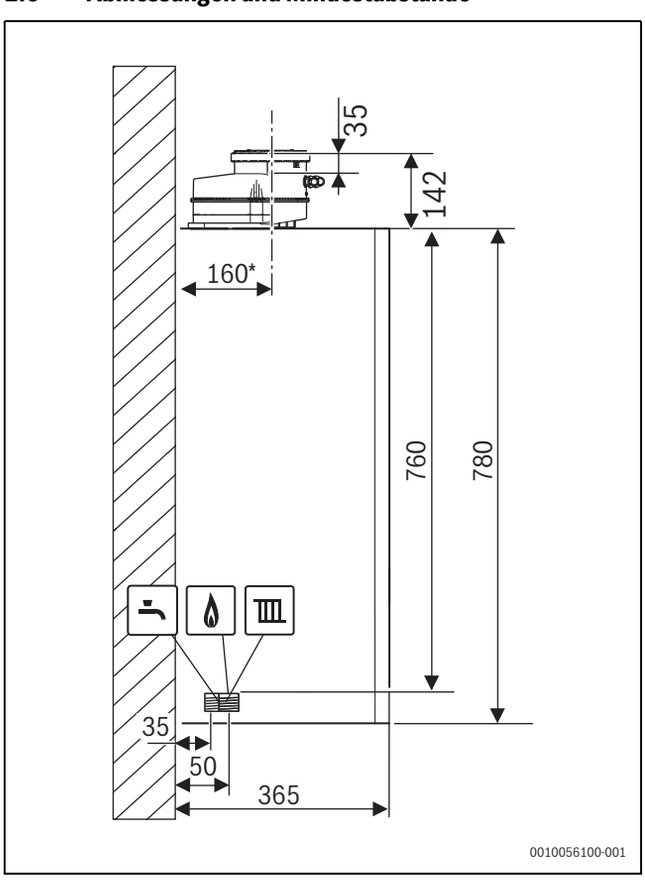

Bild 2 Seitenansicht (mm)
- Ggf. Maß der Blende ([2] in Bild 2) addieren.